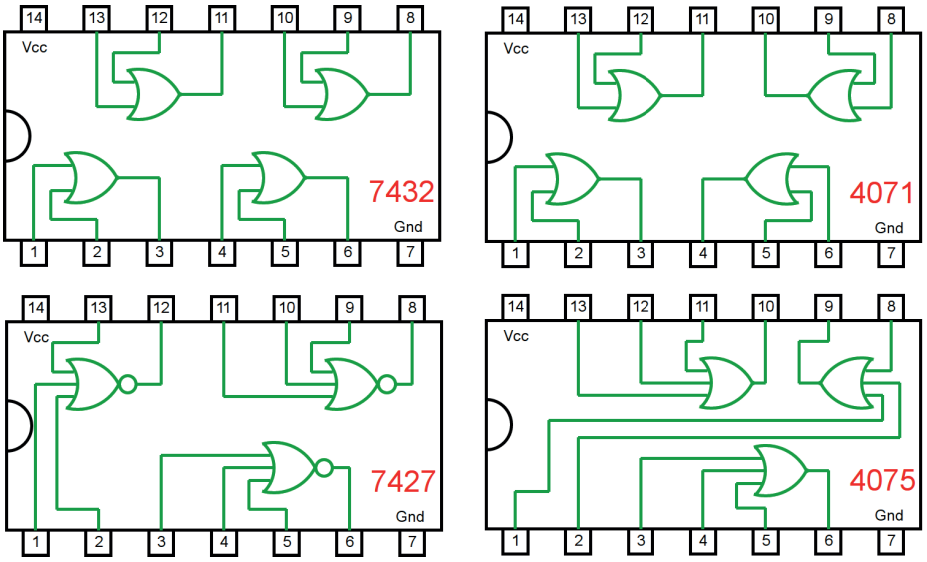

Figura 4.8 – Circuitos integrados TTL e CMOS.
a) Coloque os circuitos integrados (TTL e/ou CMOS da figura 4.8) nas posições indicadas.
d) Conecte os fios verdes. Os fios verdes estão conectados ao terra e portanto fornecendo valor lógico (0) às entradas de todas as portas do CI.